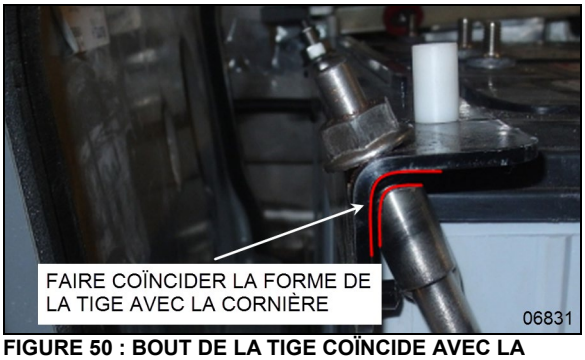

FIGURE 50 : BOUT DE LA TIGE COÏNCIDE AVEC LA CORNIÈRE
3. Le bout supérieur de la tige possède la même forme que la cornière. (FIGURE 50).